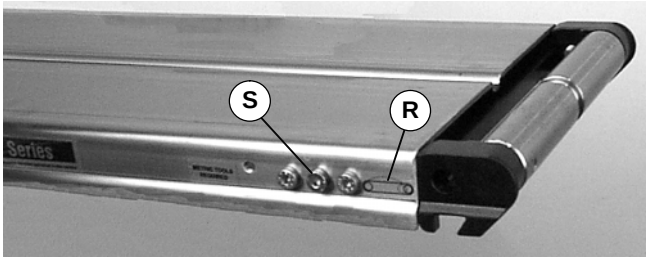
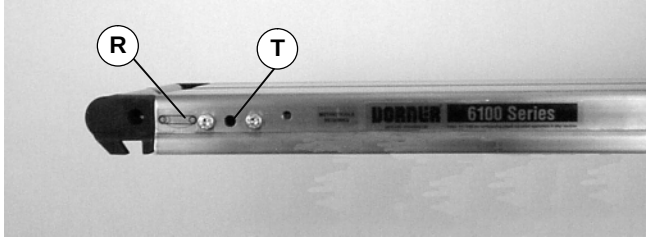
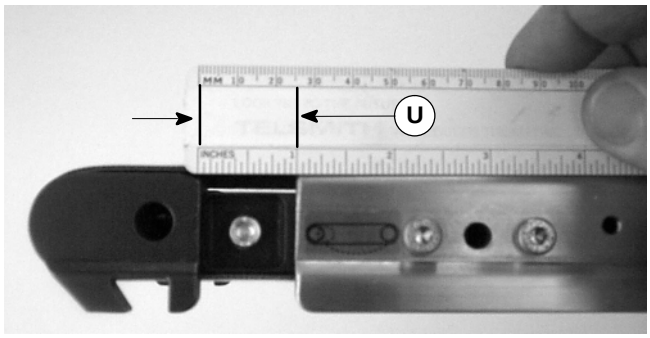

Abbildung 5
Abbildung 6
Abbildung 9
2. Am Spannende des Förderers, das mit einem Etikett (R siehe Abbildung 5 u. 6) identifiziert ist, Schraube lösen (S siehe Abbildung 5). Ritzel (T siehe Abbildung 6) im Uhrzeigersinn drehen, bis Deckplattenschulter den Bandrahmen berührt.
6. Ritzel (T siehe Abbildung 6) entgegen dem Uhrzeigersinn bis auf einen Abstand von 25 mm (U siehe Abbildung 9) drehen.
7. Die Klemmschraube mit (S siehe Abbildung 5) 4,5 Nm festziehen.